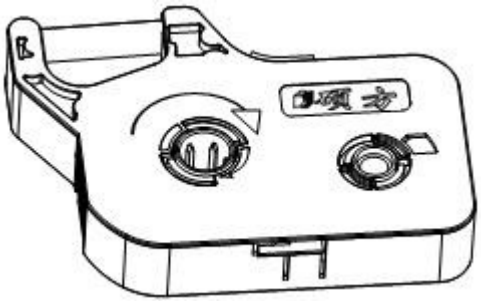
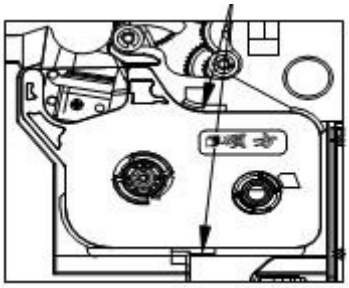

Рис. 1. Натяните риббон.
Рис. 2. Установка кассеты с риббоном
(1) См. рис. 1. Подтяните риббон, вращая левую (приёмную) втулку кассеты по направлению стрелки на корпусе кассеты.
(2) Убедитесь, что печатающая головка находится в нерабочем положении.
(3) См. рис. 2. Поместите кассету с риббоном в принтер, не прилагая усилий.